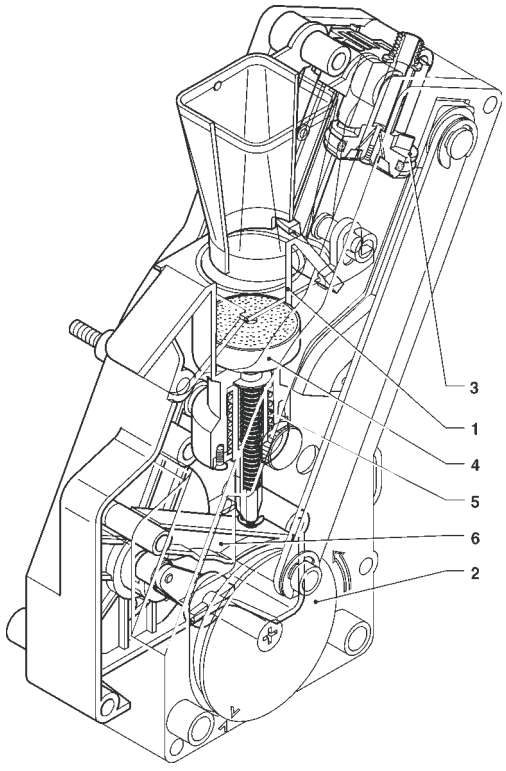

Рис. 19
При выборе кофе, во время работы кофемолки модуль поворачивается на 180 С, чтобы привести заварочную камеры в вертикальное положение (смотри Рис. 19).
Кофе падает в вертикальную заварочную камеру (1) (смотри Рис.19).